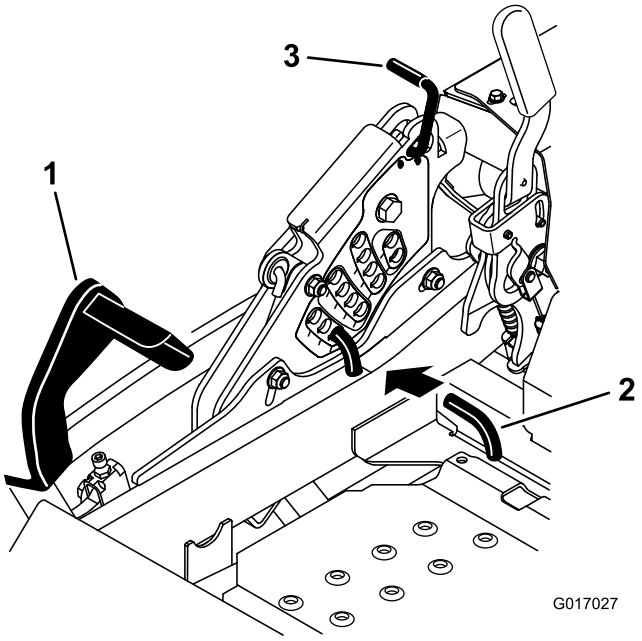

Figur 27
2. Træd på pedalen til skjoldløft, og hæv plæneklipperskjoldet til transportpositionen (også klippehøjdepositionen på 140 mm) (Figur 27).
3. Du kan justere højden ved rotere splitten 90 grader og fjerne splitten fra klippehøjdebeslaget (Figur 27).
4. Vælg et hul i klippehøjdebeslaget, som svarer til den ønskede klippehøjde, og sæt splitten i (Figur 27).